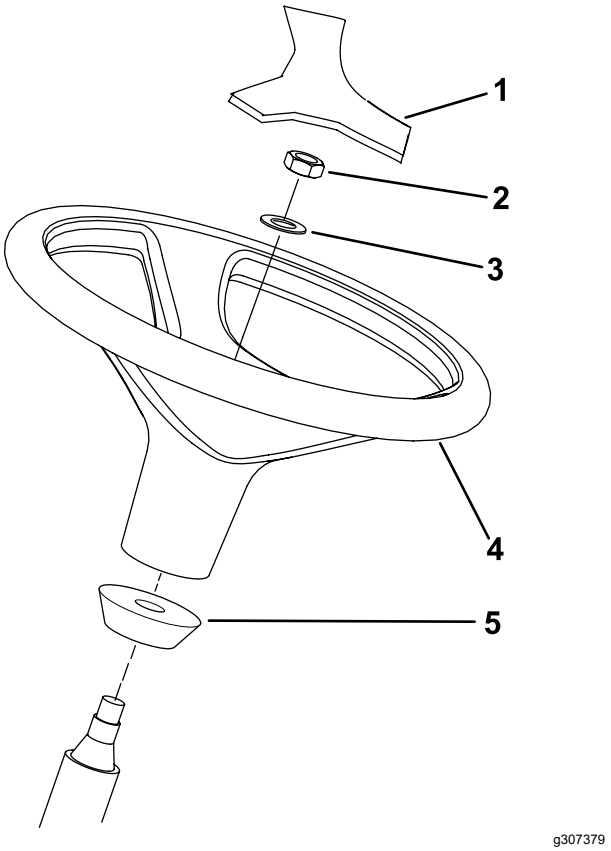

Figura 13
1. Retire el volante del calzo de transporte (Figura 13).
Nota: Asegúrese de que el collar de espuma permanece en el eje de dirección (Figura 13).
3. Deslice el volante y la arandela sobre la columna de dirección (Figura 13).
5. Monte la tapa en el volante (Figura 13).